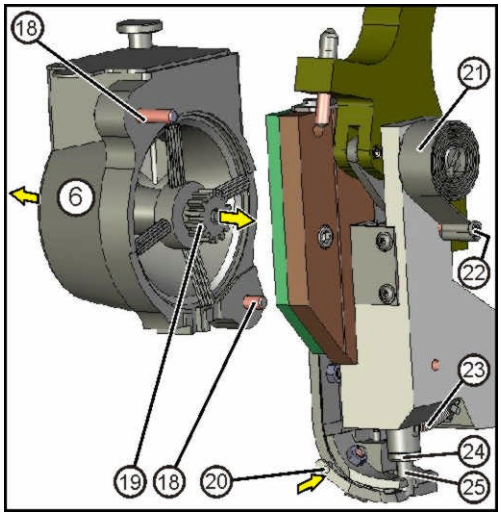

Abb. 4
- Lösen Sie die beiden Schrauben [18]; siehe Abb. 4 oben.